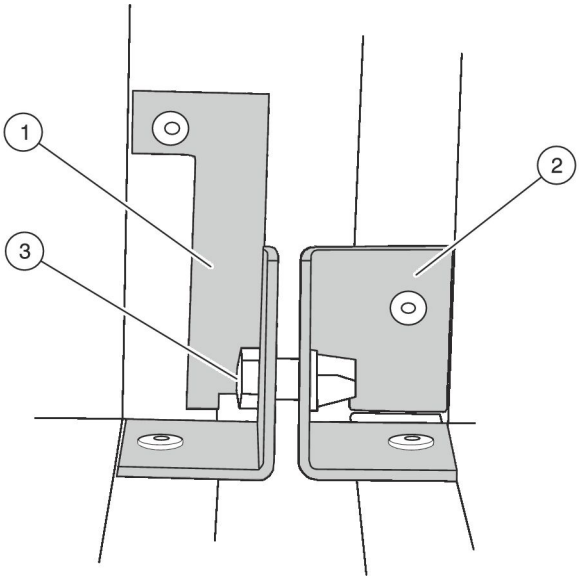

Abb. 23: Knotenbleche
4. ▸ Zubehörmodul auf der Bedienseite am unteren Knotenblech an der Sechskantschraube (Abb. 23 /3) Erden.
5. ▸ Alle Knotenbleche (Abb. 23 /1+2) mit Hilfe von Sechskantschrauben (Abb. 23 /3) festschrauben.